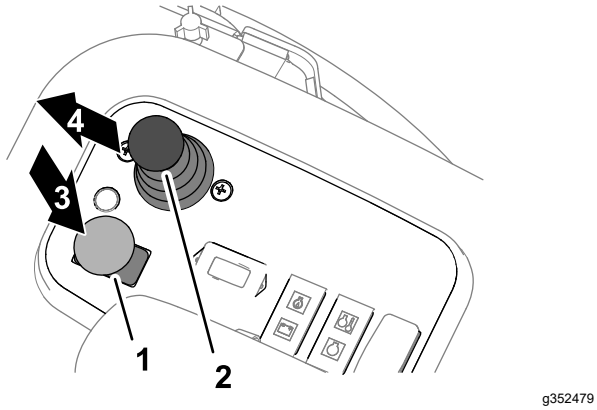

Figur 34
1. Koppla in parkeringsbromsen och tryck klippenhetens drivbrytare till det URKOPPLADE läget (Figur 34).